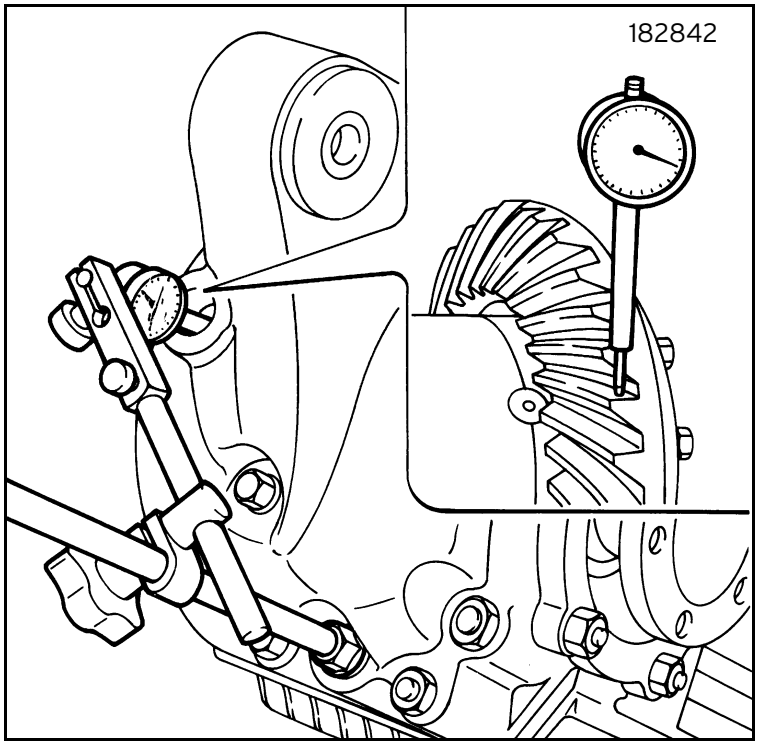

Fig. 42
- Check that the measurement is within the specified values with a dial gauge (figure 42):